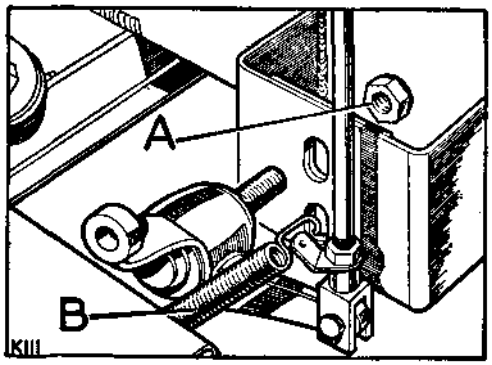

**Fig. C1-48. Hand brake lever and relay lever fixings**
12. Fit the hand brake lever and relay mechanism, see Fig. C1-48.